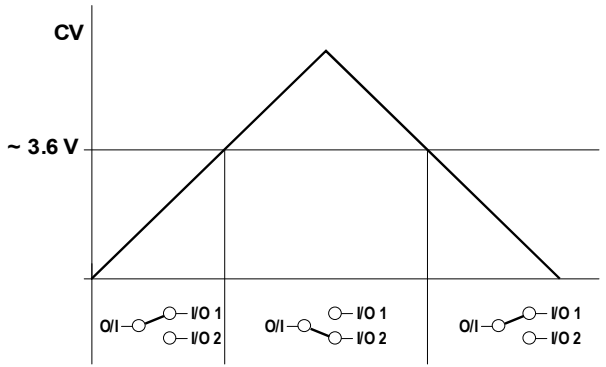

Fig. 1: The A-150's switching behaviour
❶ CV
Socket ❶ is the input for the **digital control voltage,** whose level determines the switch state (see Fig. 1):
❹ O/I
Socket ❹ is the **common out / input**. Depending on the level of control voltage at input ❶ it's connected to socket ❷ or ❸ (see Fig.1).